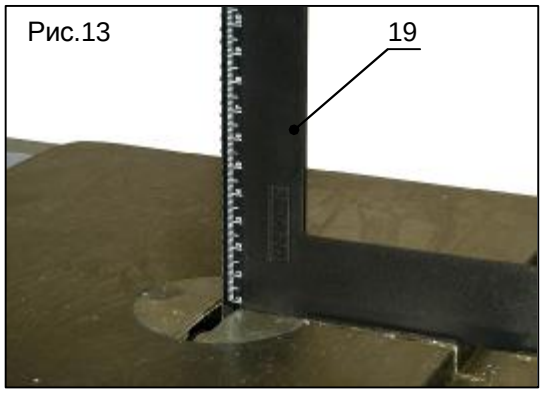

Рис.13
3. Для установки 90° между лезвием и столом используйте угломер (поз.19, рис.13).